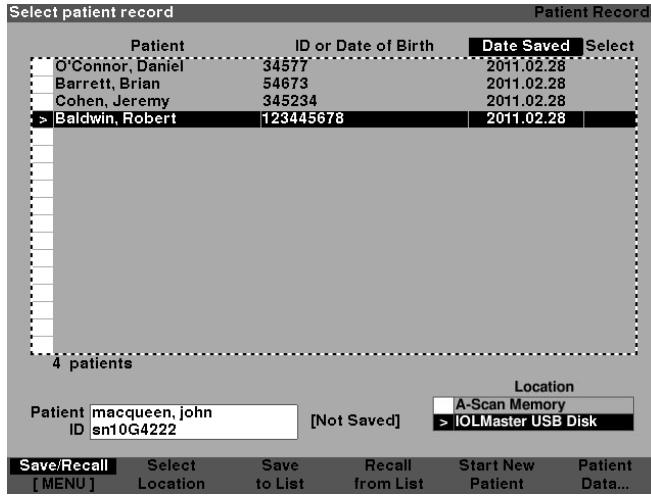

Figure 3-29 Patient Record Storage
1. Press the “Patient Records” button located to the right of the instrument The instrument will display the Patient Record Screen as shown in Figure 3-29 on the next page.